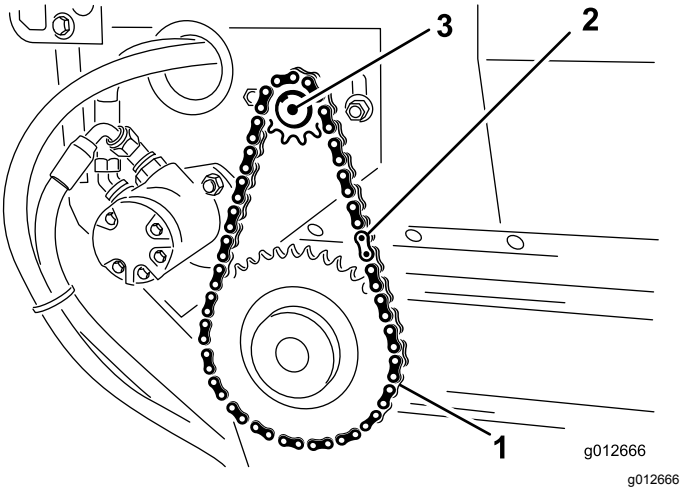

Figur 33
1. Monter kæden på det lille kædehjul, og fastgør kæden med hovedleddet (Figur 33).